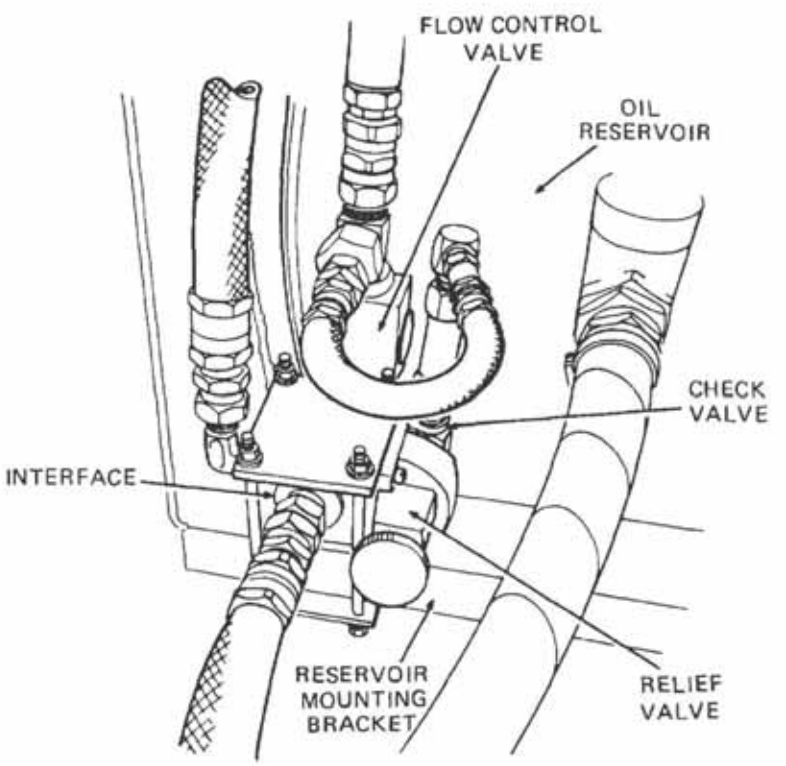

Figure 46 Relief Valve and Interface Assembly
a. Clean the valve assembly, hose connections and the area around the valve assembly then blow them dry with compressed air (Figure 46).